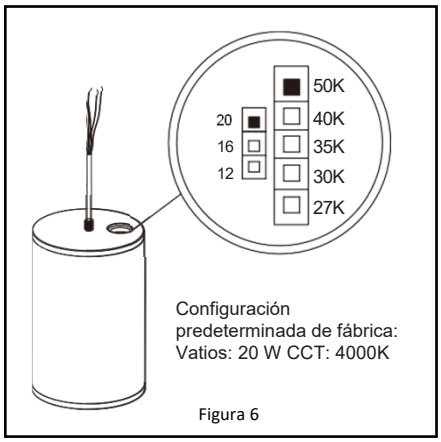

Figura 6
- Configure la potencia y el CCT para que se adapten mejor al entorno instalado. A continuación, vuelva a instalar el orificio ciego en el cubo roscado. ***Ver la Figura 6.***